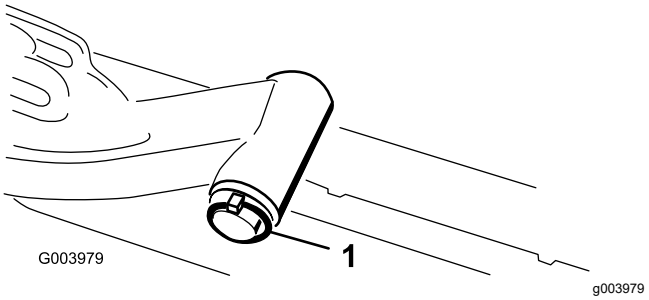

Figure 11
A. Retirez la goupille à anneau et la rondelle qui fixent l'axe de pivot du bras de levage au bras de levage, et sortez l'axe de pivot du bras (Figure 11).
C. Insérez l'axe du bras de levage dans le bras et fixez-le à l'aide de la rondelle et de la goupille à anneau (Figure 11).